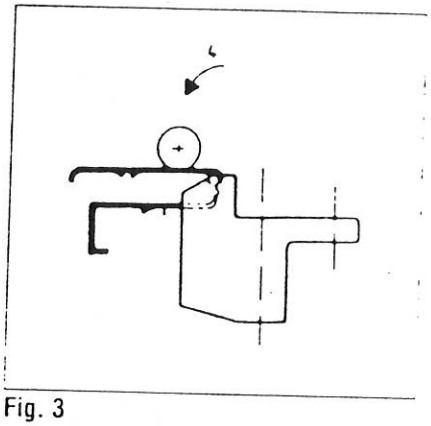

Fig. 3
2. Pull coil-spring holder upwards, tilt over as shown by arrow 4 (*Fig. 3*)